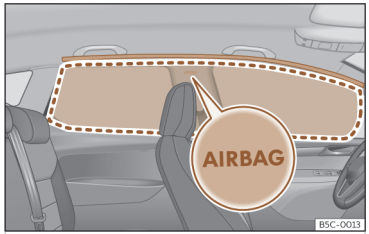

Abb. 35 Einbauort der Kopfairbags
Die Kopfairbags befinden sich zu beiden Seiten im Innenraum oberhalb der Türen ››› **(Abb. 35)** und ihre Einbauorte sind mit dem Schriftzug „AIRBAG“ gekennzeichnet.
Der eingerahmte Bereich wird vom auslösenden Kopfairbag erfasst (Entfaltungsbereich) ››› **(Abb. 35)**. Deshalb dürfen in diesen Bereich niemals Gegenstände abgelegt oder befestigt werden ››› ⚠.
- **Stellen Sie sich, dass Kinder richtig in ihren Sitzen sitzen und ihren Kopf nicht in den Entfaltungsbereich der Kopfairbags halten ››› (Abb. 35), da sie beim Auslösen der Airbags von diesen getroffen werden und schwere Verletzungen erleiden könnten.**